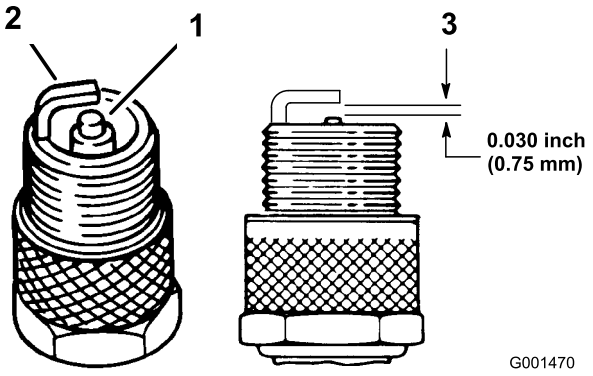

Figur 25
1. Se på midten av tennpluggene (Figur 25). Hvis du ser en lysebrun eller grå farge på isolatoren, fungerer motoren som den skal. Et svart belegg på isolatoren betyr som regel at luftrenseren er skitten.
2. Sjekk avstanden mellom elektroden i midten og elektroden på siden (Figur 25). Bøy elektroden på siden (Figur 25) hvis avstanden er feil.
3. Koble ledningene til tennpluggene (Figur 25).